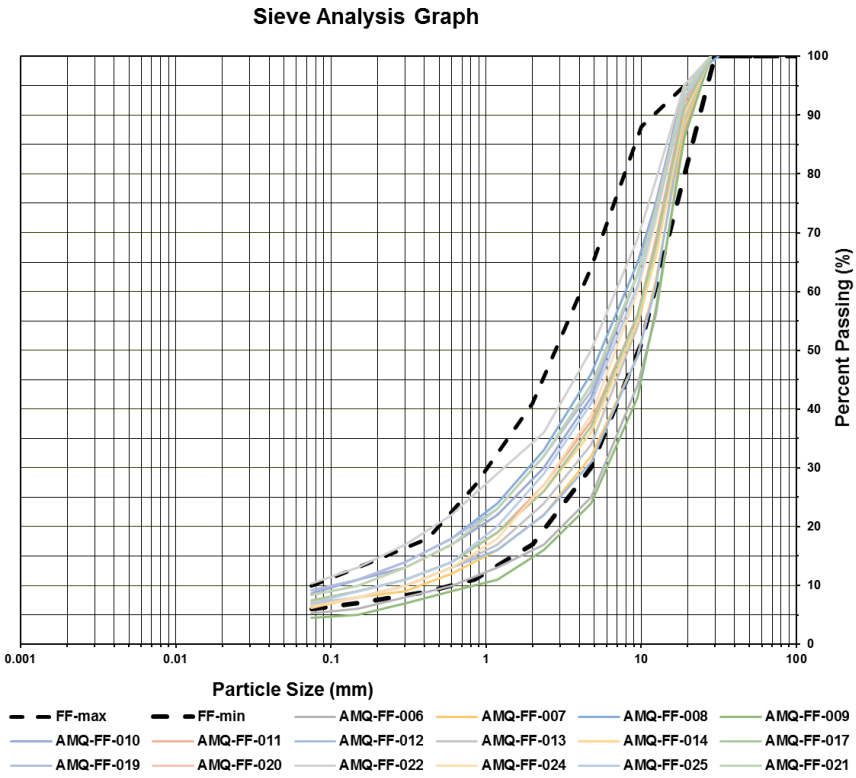

Figure 1: Summary of gradation test result for fine filter
- **Review of gradation test results completed by QC: summary of the gradation tests completed so far is shown in Figure 1. As shown in Figure 1, all except two of the gradation test result meet the specification. Even the two samples show minor deviation from the specification. The gradation of the coarse filter sampled at sta. 0+160 also meets the specification.**